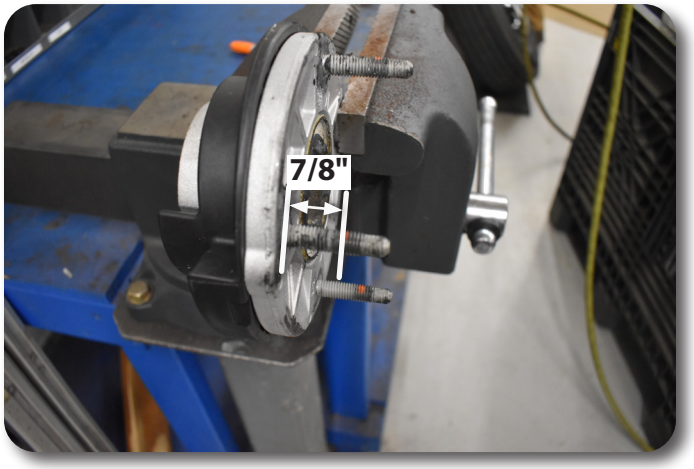

Figure 11
14. Secure rear strut, measure, mark and cut top hat studs down to 7/8" long. Figure 11.